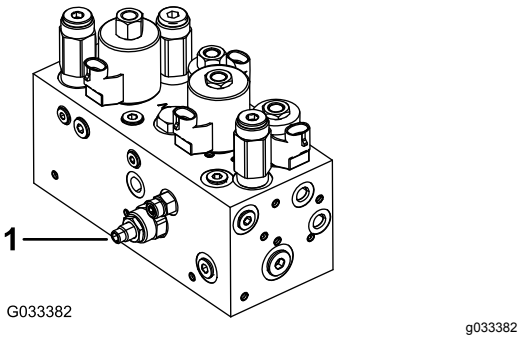

**Figur 48**
Klippenhetens lyft-/sänkkrets är utrustad med en flödesregleringsventil (Figur 48). Denna ventil är förinställd på fabriken till att vara öppen tre varv, men du kan behöva justera den för att kompensera för olika hydraulvätsketemperaturer, klipphastigheter osv.
1. Höj sätet och lokalisera flödesreglerventilen för mittdragramen (Figur 48), som sitter på sidan av hydraulgrenröret.